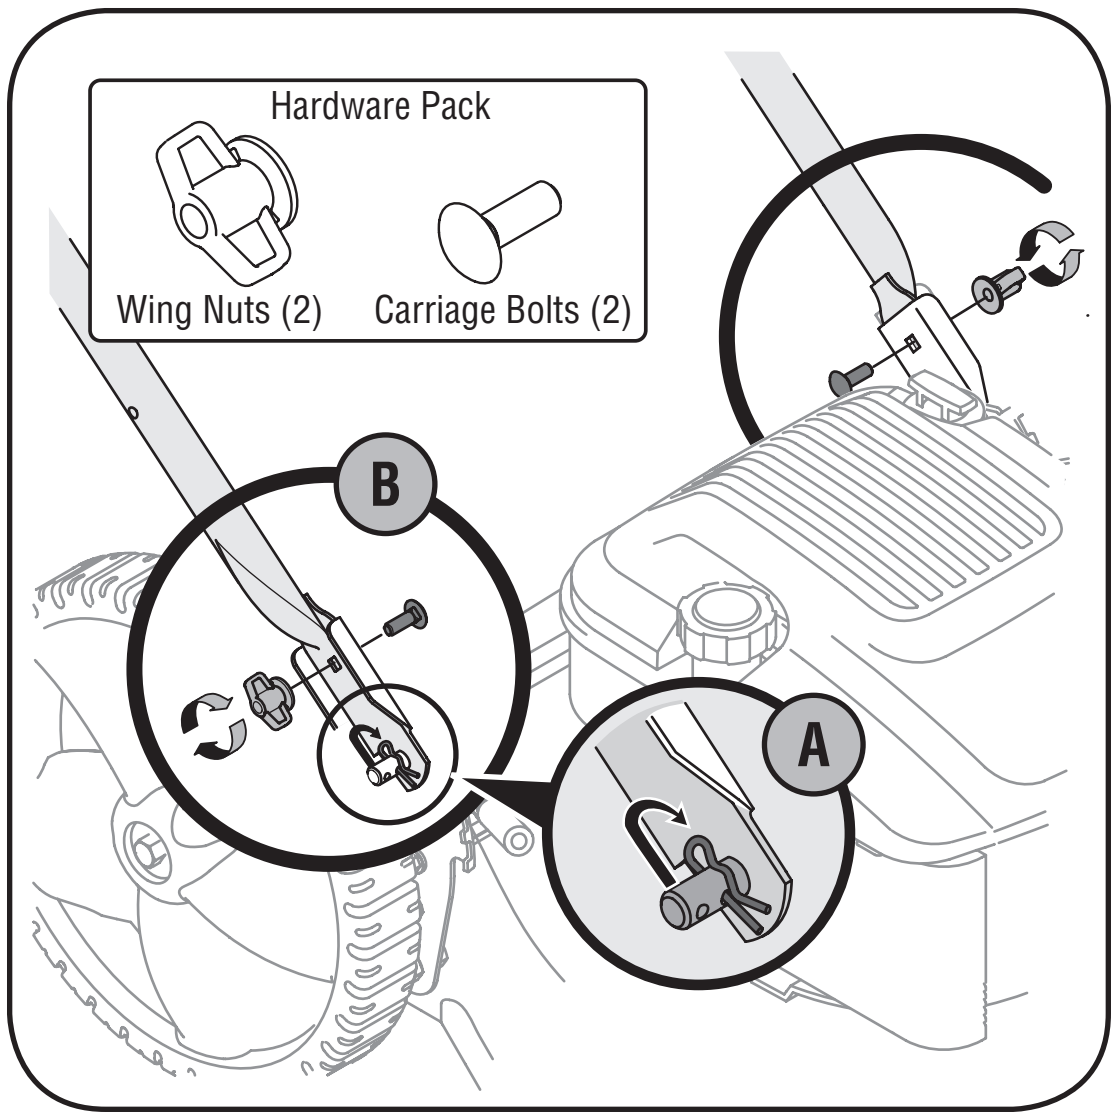

Figure 3-2: Secure lower handle to mounting brackets.
a. Remove hairpin clip from this hole. Using a pair of pliers, insert hairpin clip into the hole on pin closest to the bracket, Figure 3-2. Repeat on other side.